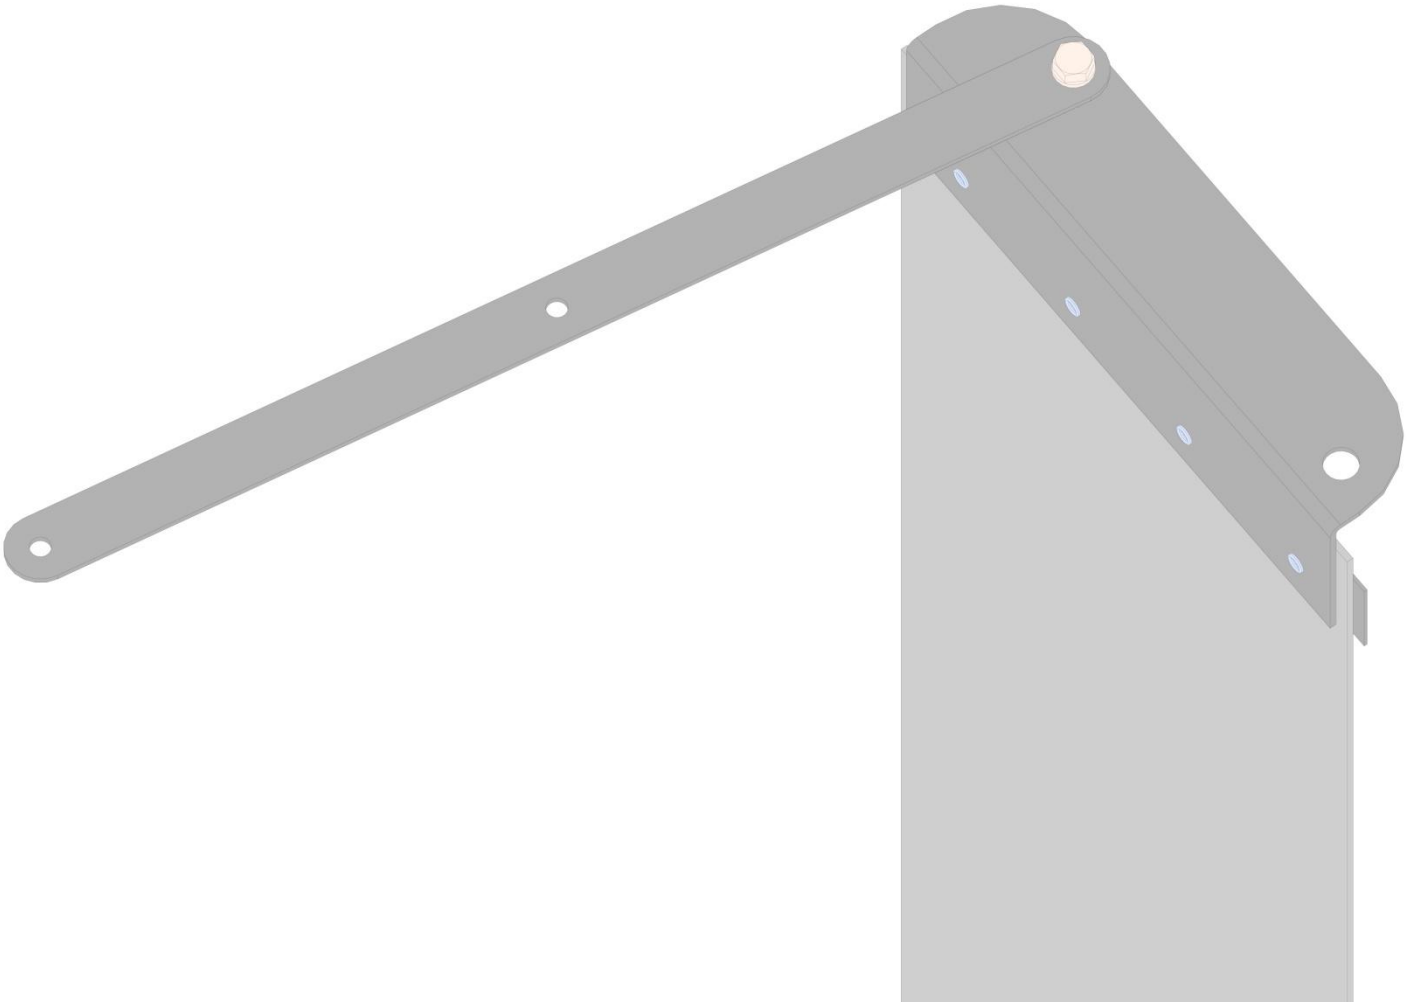

Рис.8. Последняя завеса и пластина (исполнение слева)
1) Возьмите последнюю завесу и пластину ножничного механизма (рис.8).